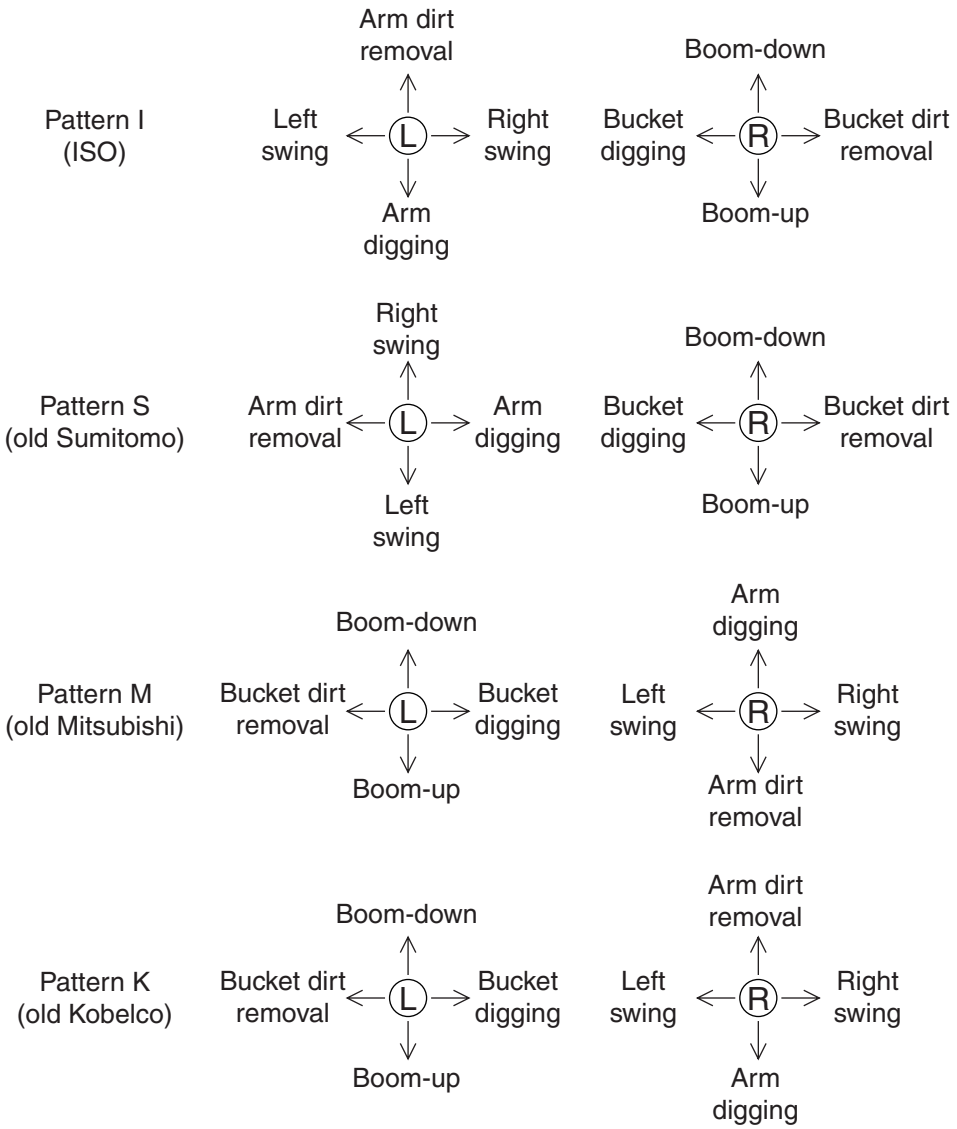

Figure 2 Operation method by pattern
By connecting a pipe between the hydraulic shovel work remote control valve and the main control valve and changing the lever ⑩ to the position for each pattern (rotating the shaft ⑧), the valve circuit has been changed and the operation pattern changed to that in Figure 2.